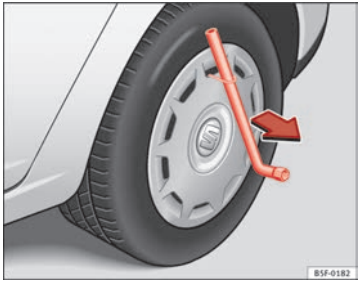

Fig. 165 Remove the complete hub cap
– Remove the wheel cover using the wire hook ⇒ Fig. 165.